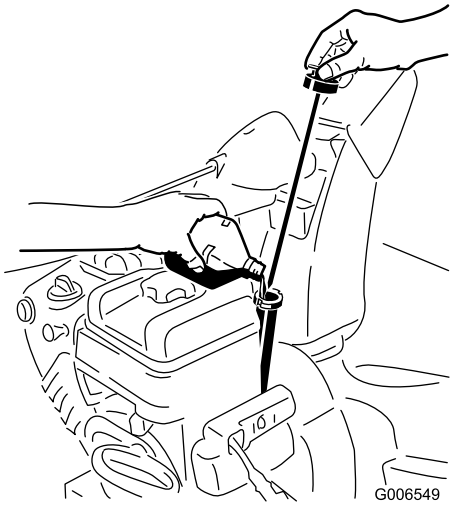

**Figur 19**
1. Ta ur oljestickan och fyll **långsamt** på olja i påfyllningsröret så att nivån höjs till markeringen Full på stickan. **Fyll inte på för mycket** (Figur 19). Se Kontrollera oljenivån i motorn under Underhåll.